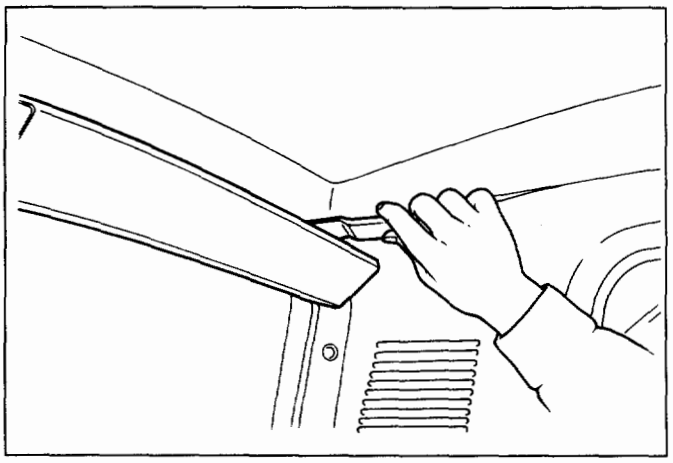

Fig. 10-102
6. **Rear roof trim cover (Fig. 10-102)**